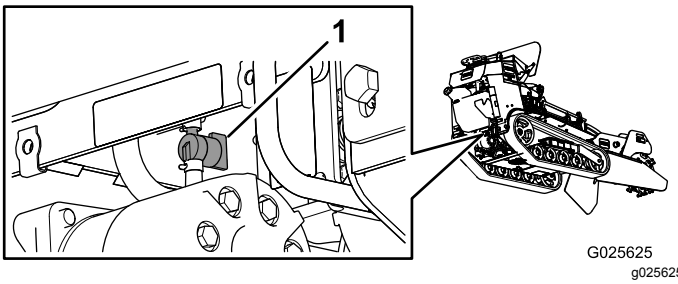

Figuur 41
4. Draai de brandstofafsluitklep dicht (Figuur 41).
5. Knijp de uiteinden van de slangklem aan de motorkant van de klep samen en schuif ze op de brandstofleiding, weg van de klep (Figuur 41).
6. Trek de brandstofslang van de klep (Figuur 41).